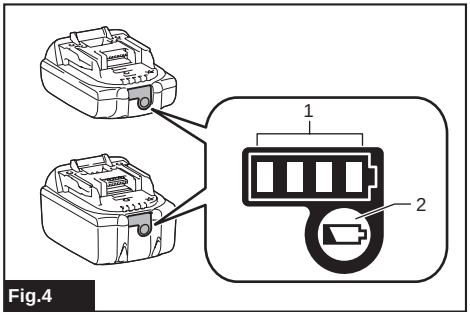

Fig.4
► **Fig.4: 1.** Indicator lamps **2.** Check button